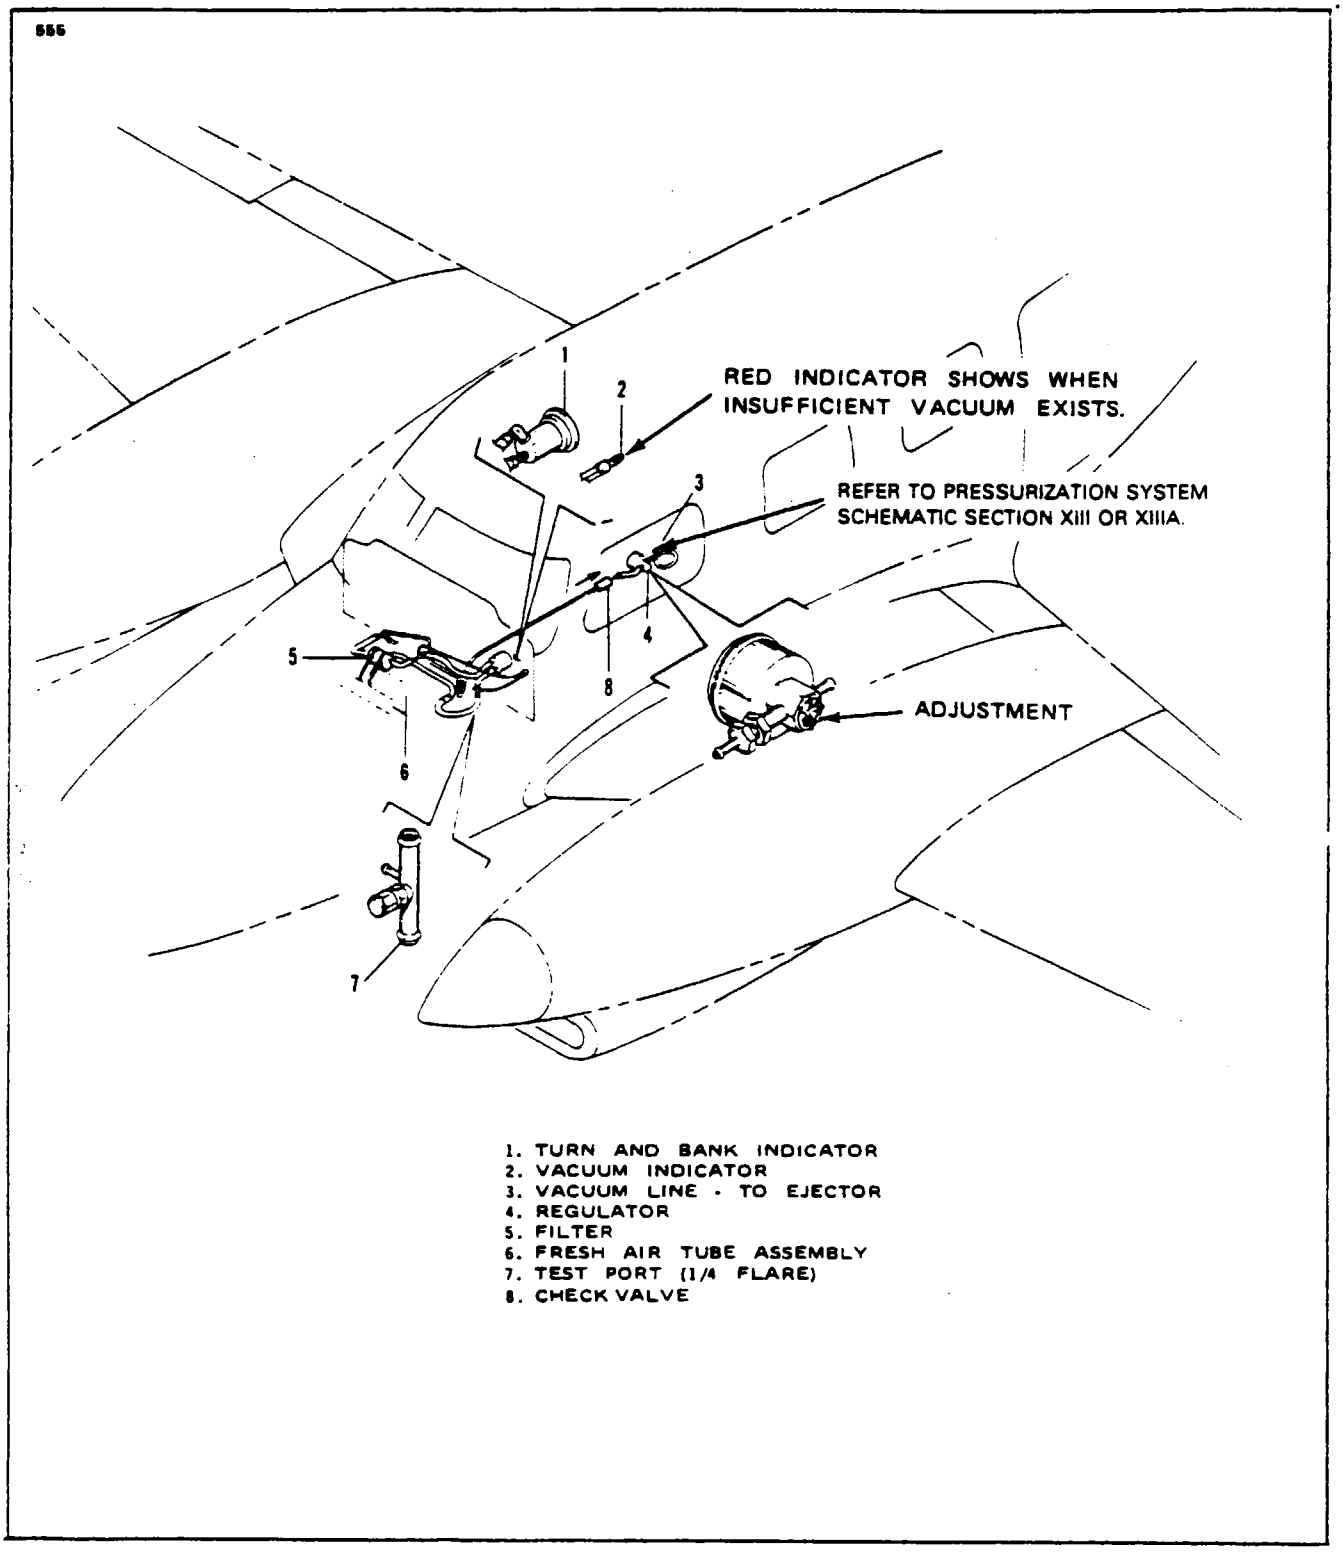

Figure 10-4. Turn and Bank Vacuum System
h. Check operation of the relief valve (7), Figure 10-4.